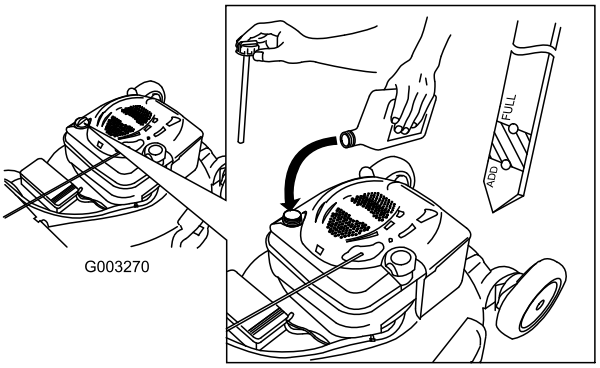

Figur 6
1. Fjern peilestaven (Figur 6).
2. Hell olje **sakte** inn i oljepåfyllingsrøret til oljenivået når Full-merket på peilestaven (Figur 6). **Ikke fyll på for mye.** (Maks. påfyll: 0,59 l, type: rensende SAE 30-olje med API-serviceklassifisering SF, SG, SH, SJ, SL eller høyere.)